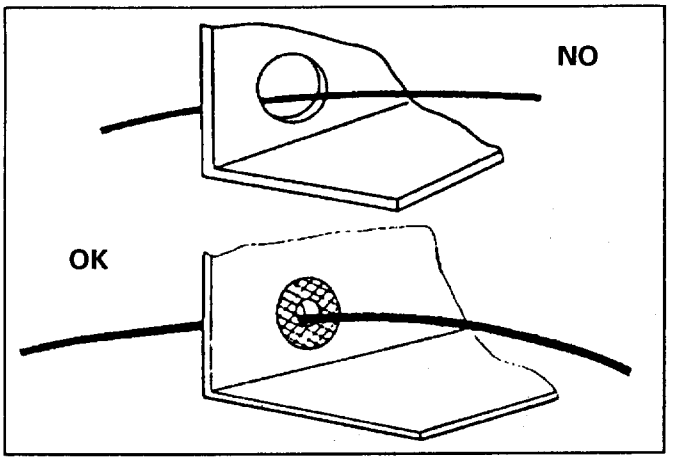

Fig. 8-14
3. Use a grommet or guard tube to protect the wiring harness from contacting a sharp edge or surface (Fig. 8-14).